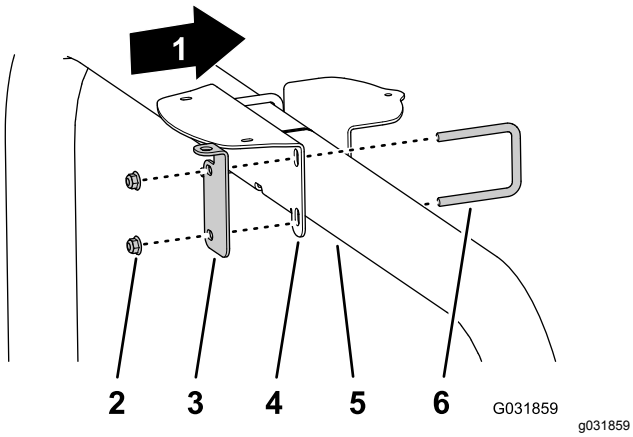

Figuur 144
- Als uw machine uitgerust is met GNSS en de CDMA of GSM RTK correctiemodem, monteer dan de beugel van de ontvanger en de RTK-antennebeugel op de buis van de rolbeugel (Figuur 144) met de 2 U-bouten en 4 flensborgmoeren (⅜").